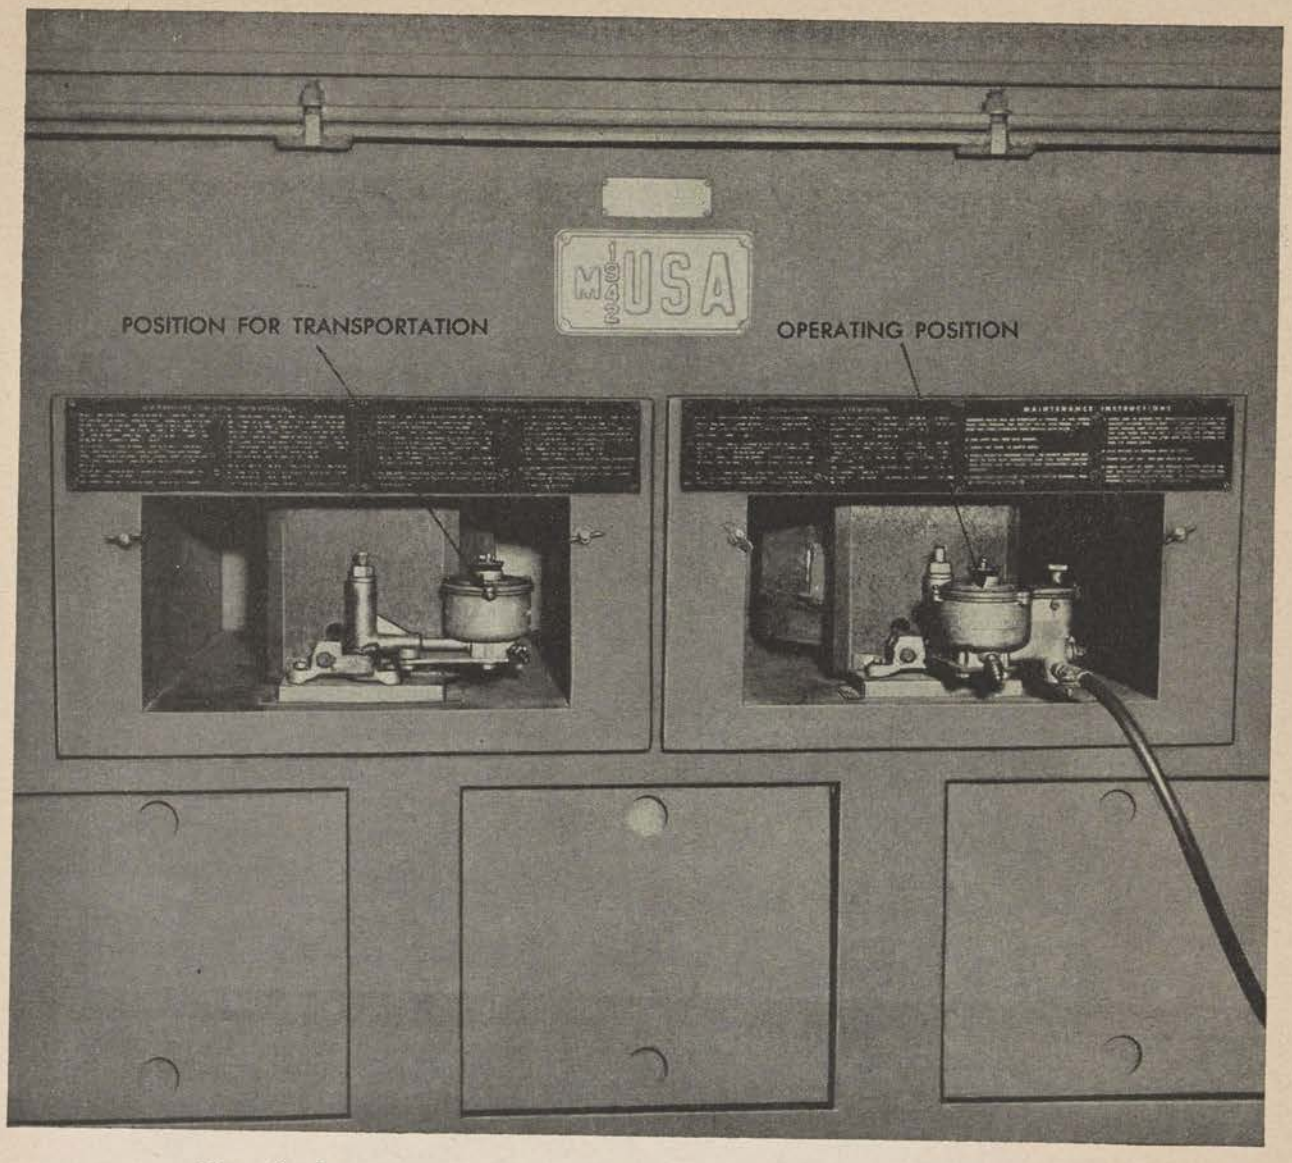

Figure 67. Burners, pot type (65–A–4910) (front view, showing action of valve swivel).
swivel stud which is provided with a cotter (split) pin. (See fig. 67.) Be sure to retighten the nut whenever the position of the valve is changed.
e. PACKING OUTFIT FOR TRANSPORTATION. (1) Disconnect the hose at the valve, using two wrenches, so that the union separates, one part of the fitting remaining in the valve. Loosen the nut on the pivot stud and swing the valve into the burner (see fig. 67); then retighten the pivot stud nut so that the valve cannot swing out accidentally.
(2) Unscrew the hose from the fuel can adapter. Coil the hose, screw the ends together, and place it in the spare parts box.
(3) Release the cam lock and unscrew the fuel can adapter. Place the cap on the fuel can. Separate the vent tube and place the adapter and tube, with the wrenches, in the tray of the spare parts box.